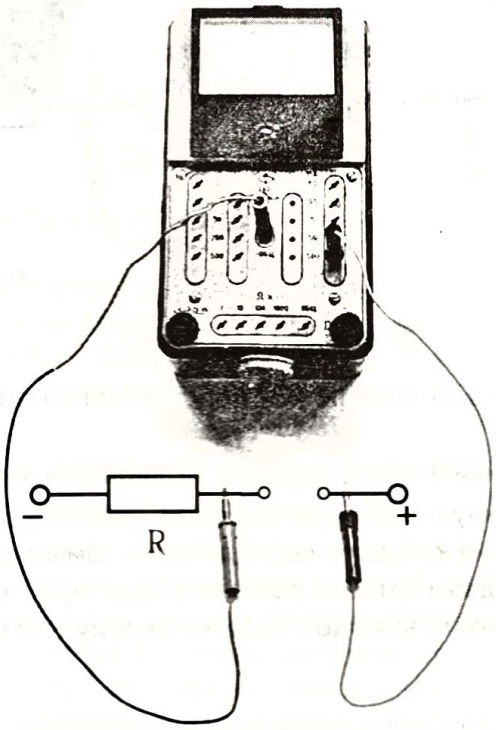

Рис. 6
Используйте авометр для измерения силы постоянного тока (рис. 6).
5. Соедините авометр с исследуемым участком электрической цепи. Для этого конец одного щупа вставьте в гнездо «-Общ», другой — в гнездо выбранного предела измерения; свободные концы присоедините к точкам разрыва изучаемой цепи R так, чтобы прибор оказался включенным последовательно (рис. 6).